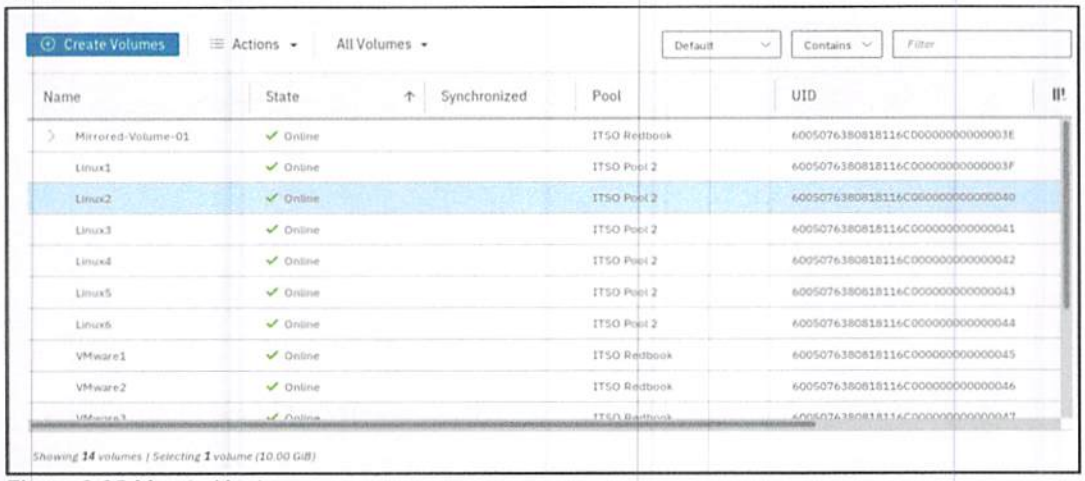

Figure 3.25 Map to Host
2. From the Actions menu, select Map to Host or Host Cluster, as shown in Figure 3.25.